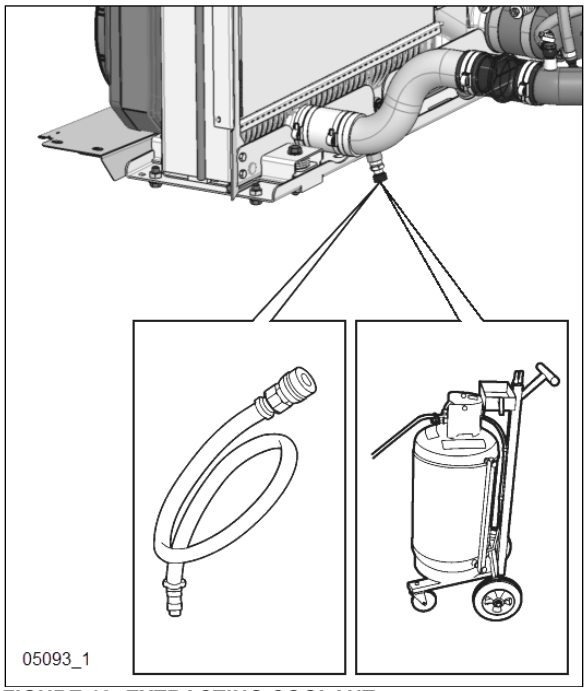

**FIGURE 18: EXTRACTING COOLANT**
5. Connect coolant extractor (Figure 18). Use coolant extractor to drain the coolant from the engine. An alternate method is to drain the coolant into a suitable container using the drain hose.